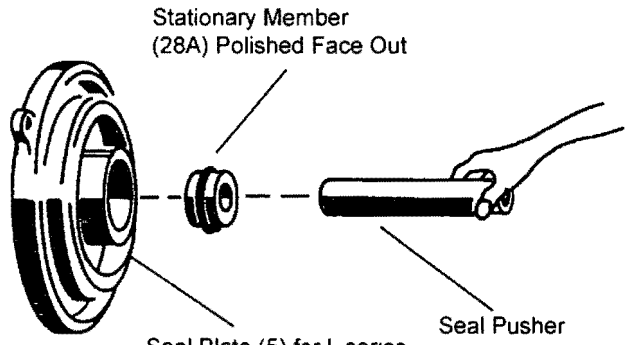
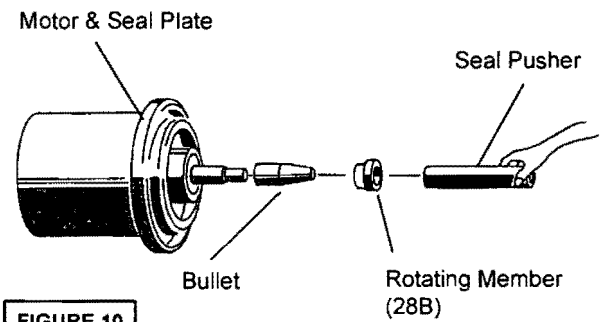

FIGURE 9
FIGURE 10
Inner Seal (DS Units Only)- Clean and oil seal cavities in seal plates (5, 29). Lightly oil **(DO NOT use grease)** outer surface of stationary member (28a). Press stationary member (28a) firmly into inner seal plate (5), using a seal pusher (see parts list - seal tool kit) Nothing but the seal pusher is to come in contact with seal face (see Fig 9).
Make sure the stationary member is in straight. Slide a bullet (see parts list - seal tool kit) over motor shaft. Lightly oil **(DO NOT use grease)** shaft, bullet and inner surface of bellows on rotating member (28b) see Figure 10 With lapped surface of rotating member (28b) facing inward toward stationary member, slide rotating member over bullet and onto shaft, using seal pusher, until lapped faces of (28a) and (28b) are together (see Figure 9).